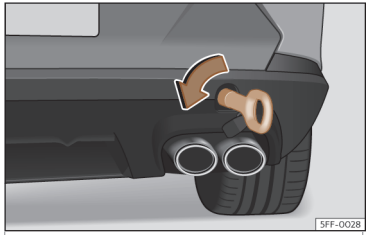

Abb. 46 Auf der rechten Seite des hinteren Stoßfängers: eingeschraubte Abschleppöse.
- Drehen Sie die Abschleppöse **entgegen dem Uhrzeigersinn** in die Aufnahme bis zum Anschlag››› **Abb. 46** ››› ❶. Verwenden Sie ein geeignetes Hilfsmittel, um die Abschleppöse festzuziehen.